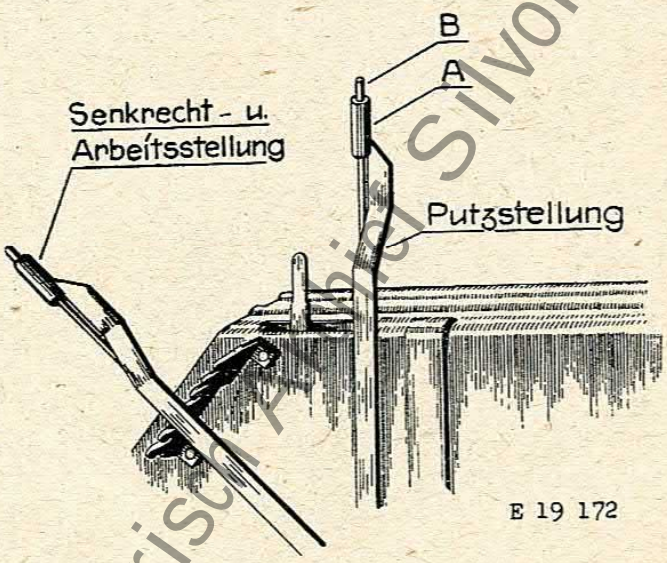

Bild 20.
b) Aushebung bei Handkraftheber. Handhebel (A Bild 20) muß in vorderste Stellung gebracht werden. Strebe zur Senkrechtstellung nach Lösen des Riegels ausziehen und umlegen. Hierbei ist der Mähbalken etwas nach
oben zu drücken, um den Haltebolzen leicht ausschwenken zu können. Der Hebearm wird hierdurch entsichert. Handhebel nach seitlichem Ausrasten zurückziehen bis er in Haltebolzen einschnappt. Bei dieser Stellung hat der Schneidbalken seine Putzstellung erreicht und das Messer ist automatisch eingeschaltet. Um den Schneidapparat in seine Arbeitsstellung zu bringen, ist der Handhebel leicht anzuziehen, der Knopf (B) auf demselben niederzudrücken, der Handhebel vorzudrükken und in seiner vordersten Stellung einzurasten (Bild 20).